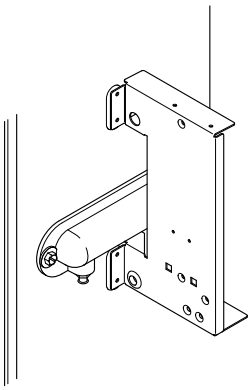

Fig. 58
4. Remove the screws securing the heat exchanger manifold and remove the manifold (Fig. 58).